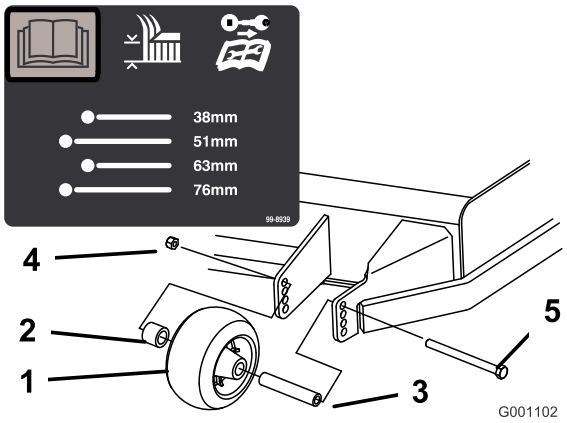
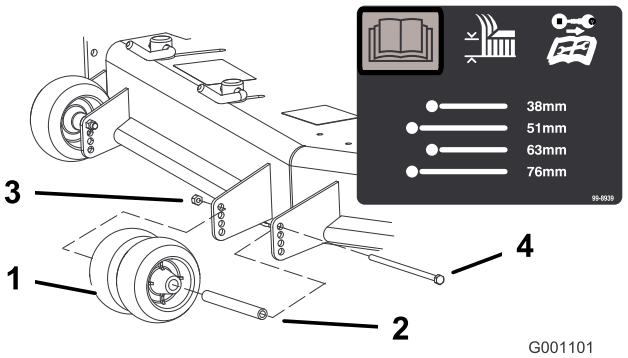
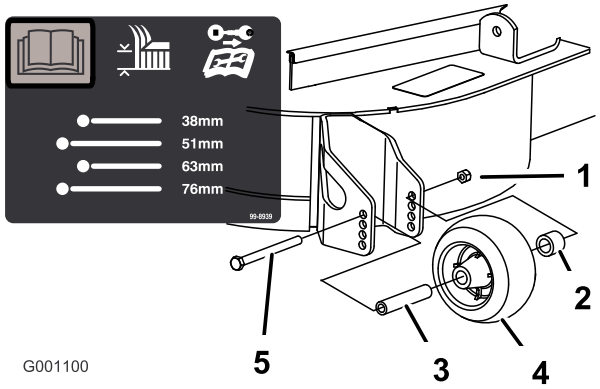

Figur 20
Figur 21
Figur 22
3. När du har ställt in klipphöjden kan du justera valsarna genom att ta bort flänsmuttern, bussningen, distansbrickan och skruven (Figur 20, Figur 21 och Figur 22).
Obs: De två mellersta valsarna kommer inte att ha någon distansbricka (Figur 21).
5. Montera flänsmutterns bussning, distansbricka och skruv. Dra åt till 54–61 Nm (Figur 20, Figur 21 och Figur 22).